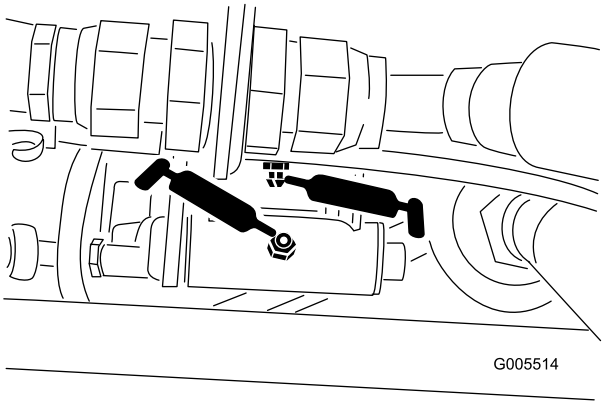
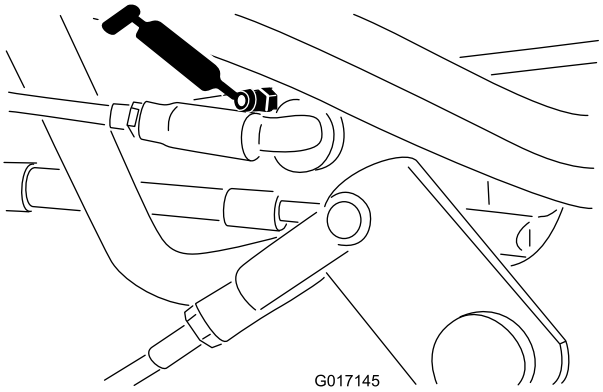

Figuur 41
Figuur 42
- Rijsnelheidshendel (Figuur 41 & Figuur 42)